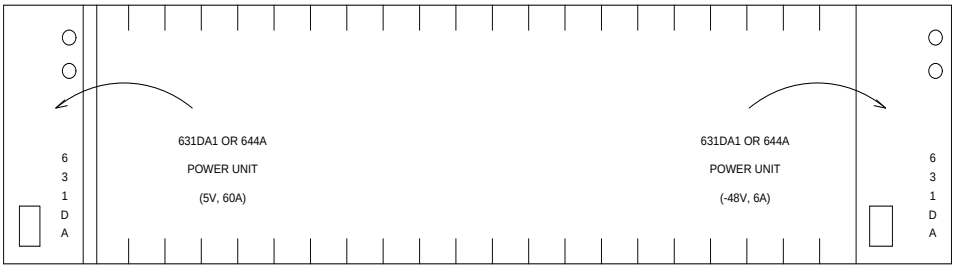

Figure 10-36. Locations of Power Units
13. Connect the power cords to the power units. The power cords are the white cables equipped with plugs that are run through the slots in the front of each carrier (See Figure 10-36).